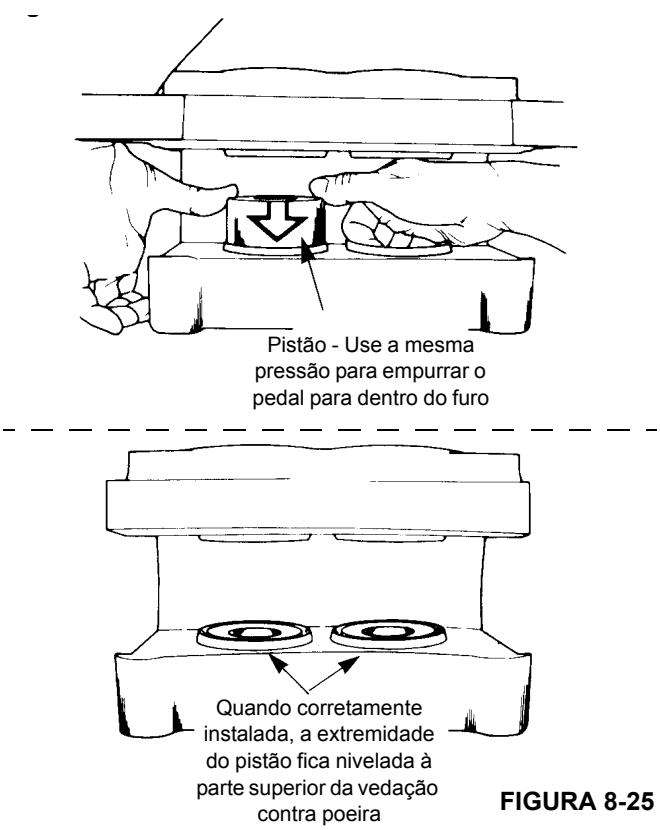

FIGURA 8-25
4. Instale os pistões na carcaça. Empurre os pistões para dentro pelo lado da lona da carcaça. Verifique se os pistões estão retos nos furos. Empurre cada pistão para dentro do furo até que a parte superior do pistão fique nivelada à parte superior da vedação contra poeira. Consulte Figura 8-25.